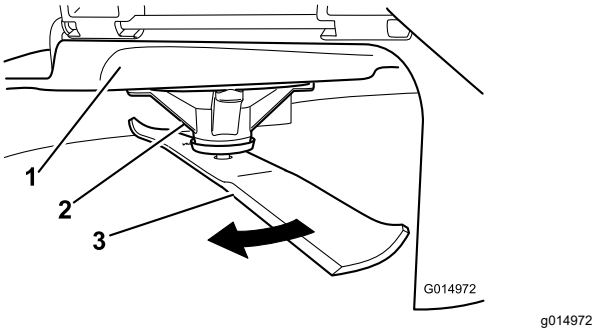

Figur 101
2. Bär tjocka vadderade handskar eller annat lämpligt handskydd och rotera långsamt kniven till ett läge så att du kan mäta avståndet mellan knivseggen och det plana underlag som maskinen står på (Figur 101).